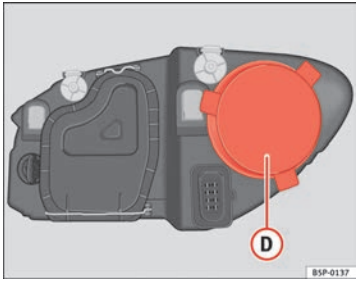

Fig. 189 Side lights
– Remove the cover ⇒ fig. 189 (D) by pulling on this.